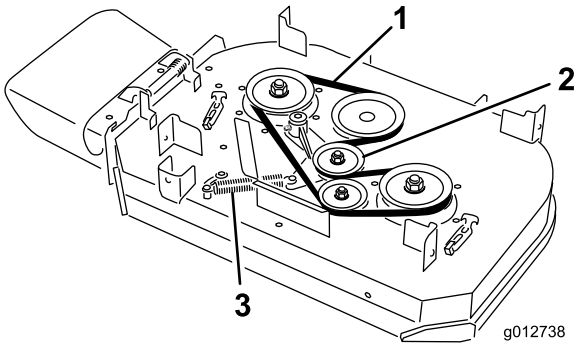

**Figuur 64**
4. Verwijder de veer van de ankerpost op de arm van de spanpoelie (Figuur 64).
5. Verwijder de versleten drijfriem (Figuur 64).
6. Plaats de nieuwe drijfriem rond de koppelingspoelie, de poelies van het maaidek en de spanpoelie (Figuur 64).
7. Monteer de veer aan de ankerpost op de arm van de spanpoelie (Figuur 64).
6. Plaats de nieuwe drijfriem rond de poelies van het maaidek en de spanpoelie (Figuur 64).
5. Verwijder de veer van de ankerpost op de arm van de spanpoelie (Figuur 64).
6. Verwijder de versleten drijfriem (Figuur 64).
7. Plaats de nieuwe drijfriem rond de poelies van het maaidek, de koppelingspoelie en de spanpoelie (Figuur 64).
8. Monteer de veer op de ankerpost (Figuur 64).